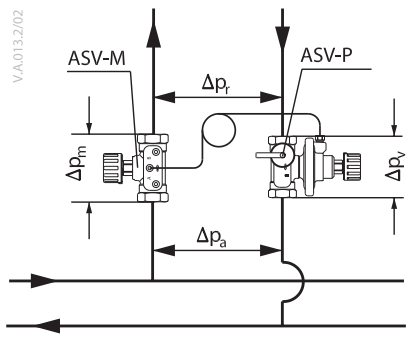

*Fig. 1 Setting of ASV-P = Δpriser*
- partner valve outside the control loop (Fig. 1). Recommended configuration: it results in best performance since whole controlled pressure range is available to the riser. Flow limitation is done on each terminal unit in the riser (for example, RA-N with presetting on radiator, etc).